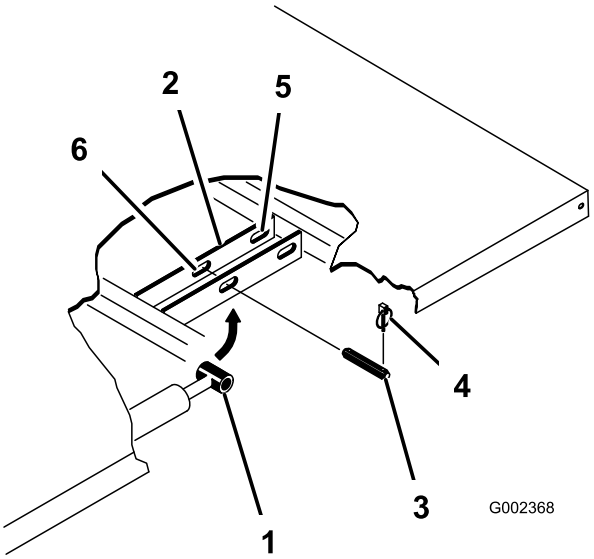

Figur 30
2. Fjern orepinnen fra den ytre enden av splittpinnene (Figur 30) på sylinderstaget.
3. Fjern splittpinnene som fester sylinderstaget til planmonteringsplatene, ved å skyve pinnene innover (Figur 30).
4. Fjern orepinnene og splittpinnene som fester svingbrakettene til rammen (Figur 30).